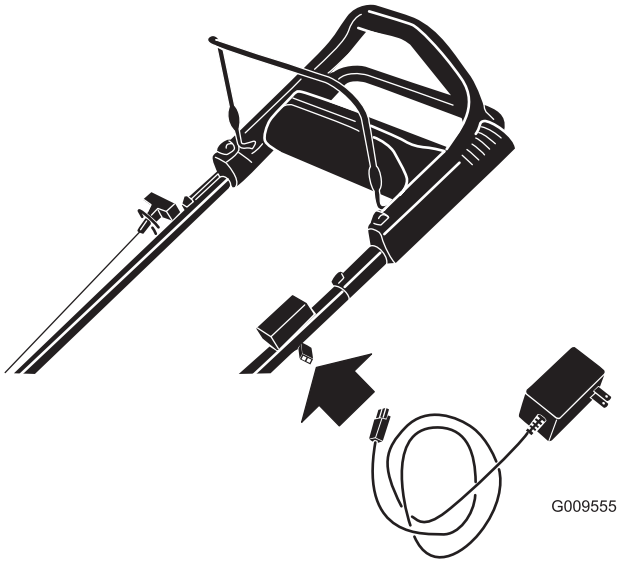

Bild 33
1. Schließen Sie das Ladegerät an den Kabelbaum an, der sich unter dem Zündschloss befindet (Bild 33).